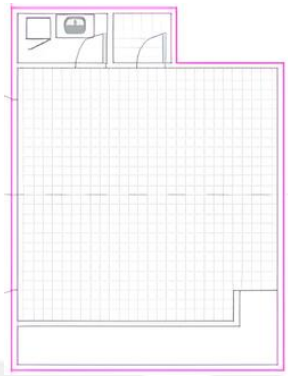

*Figura 285 – Croqui com linhas de limite*
Procedimento é semelhante ao piso e pode ser seguido conforme o item 3.1.2. Será possível desenhar qualquer formato de terreno e inclusive definir uma inclinação. O perímetro deverá ser fechado. Ver Figura 285.